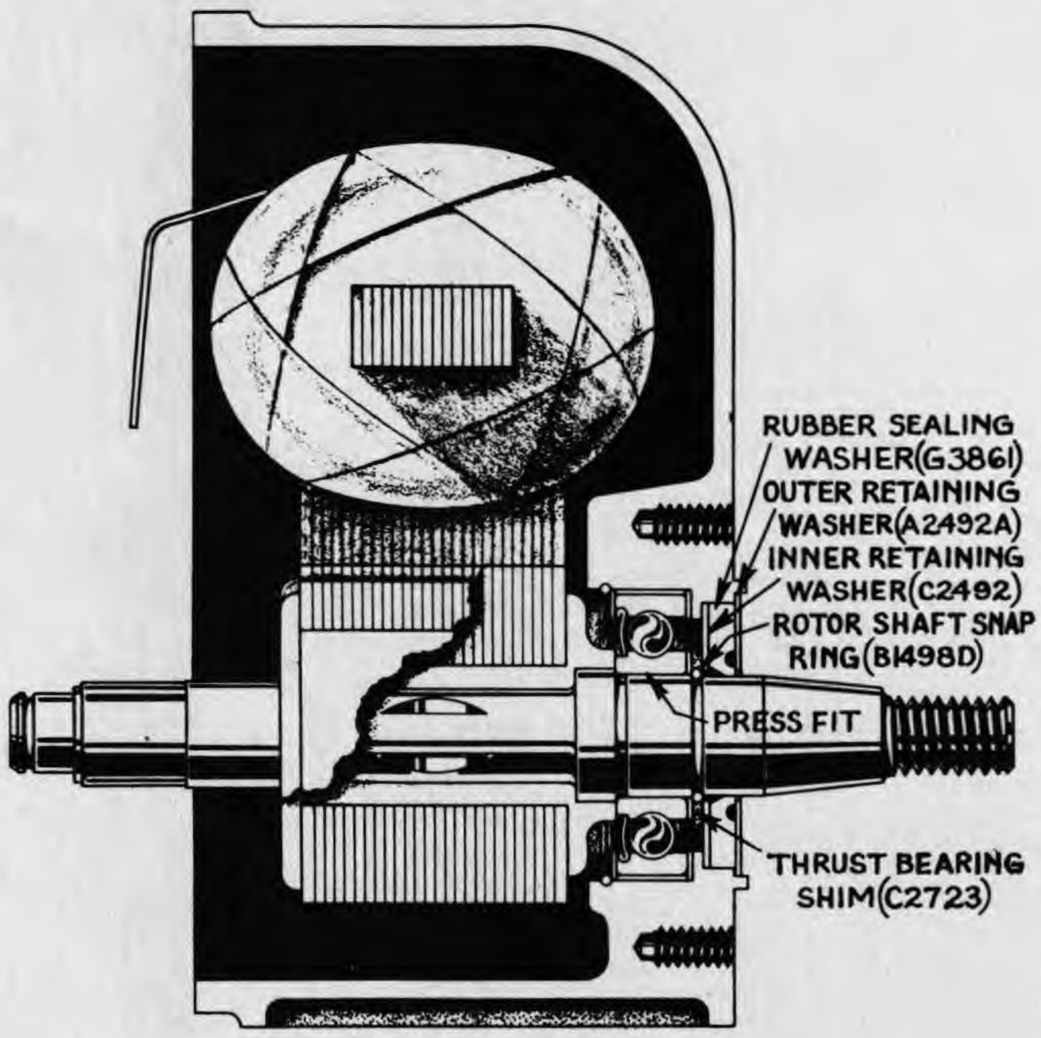

FIGURE 4 - CONSTRUCTION OF DRIVE END
2. Preliminary Steps - The impulse coupling must be removed from the magneto drive shaft. The rotor pinion (4 cylinder units) or distributor disc (2 cylinder units) must first be taken off the end of the rotor shaft, after which the bearing and breaker plate may be dismantled and removed. The magneto will then be in the state shown in Figure 4.